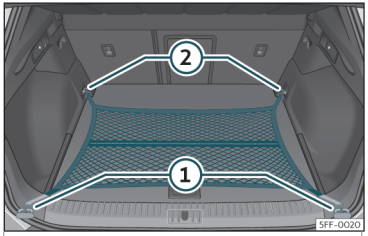

Fig. 112 In the luggage compartment: net bag hooked up at floor level.
- Secure the net hooks to the fastening rings ① and ②››› Fig. 112 ››› ⚠. The bag zip should be facing upwards.